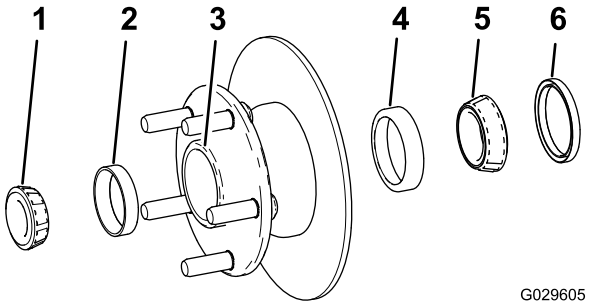

Figura 32
1. Retire el cojinete exterior y el anillo de rodadura del cubo (Figura 32).
2. Retire la junta, el cojinete interior y el anillo de rodadura del cubo (Figura 32).
5. Limpie el hueco del cubo para eliminar cualquier resto de grasa, suciedad y residuos (Figura 32).
7. Instale los anillos de rodadura interior y el exterior del cojinete en el cubo (Figura 32).
8. Llene el hueco del cubo hasta un 50-80% de su capacidad con grasa del tipo especificado (Figura 32).
9. Monte el cojinete interior sobre el anillo en el lado interior del cubo e instale la junta (Figura 32).